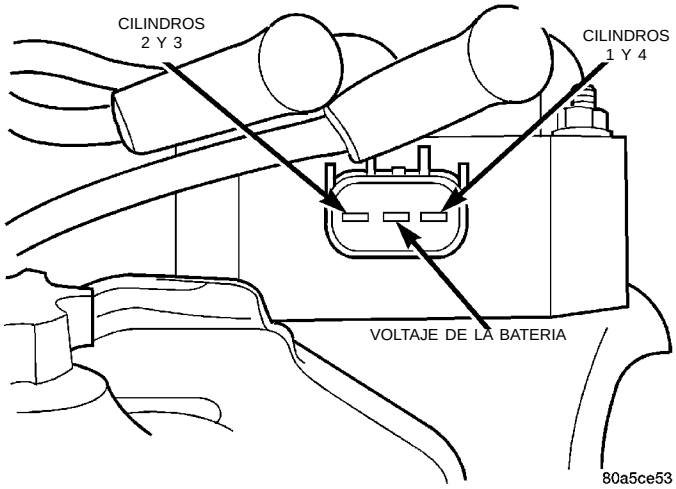

Fig. 18 Identificación de terminales
(1) Retire los cables de encendido y mida la resistencia de dichos cables. Esta debe estar dentro de la escala que se indica en el Cuadro de resistencia de los cables en Especificaciones. Reemplace cualquier cable que no esté dentro de esa tolerancia.
(2) Desconecte el conector eléctrico del conjunto de bobina.
(3) Mida la resistencia primaria de cada bobina. En la bobina, conecte un ohmiómetro entre la espiga B (+) y aquella correspondiente a los cilindros en cuestión (Fig. 18). La resistencia en el lateral primario de cada bobina debe ser de 0,45 a 0,65 ohmio. Reemplace la bobina si la resistencia no está dentro de la tolerancia.